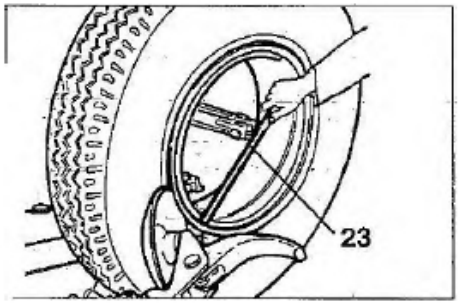

Рис. 32
5) Повторите данную процедуру, но теперь установите диск, вплотную к разъемному кольцу (см. рис. 32) таким образом, чтобы стопорное кольцо отсоединилось. Извлеките его специальным рычагом LC (23, рис. 32) или при помощи диска.
5) Повторите данную операцию, но теперь установите диск, вплотную к разъемному кольцу (см. рис. 32) таким образом, чтобы стопорное кольцо отсоединилось. Это кольцо можно извлечь при помощи специального рычага LC (23, рис. 32) или при помощи диска для борта.